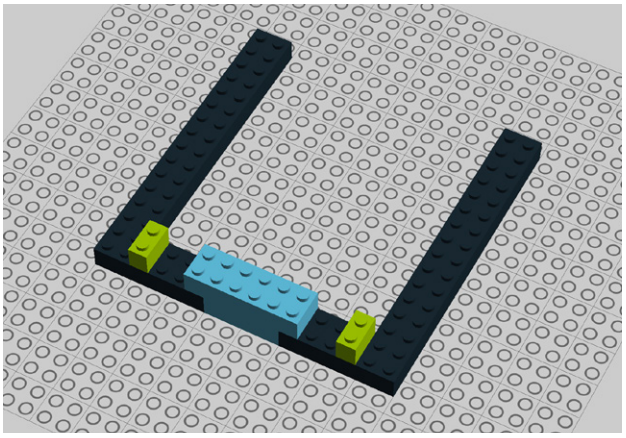

Figure 9-11. *Step 6: Attaching a pair of 1x2 bricks*
6. Add a pair of 1x2 bricks (Figure 9-11).